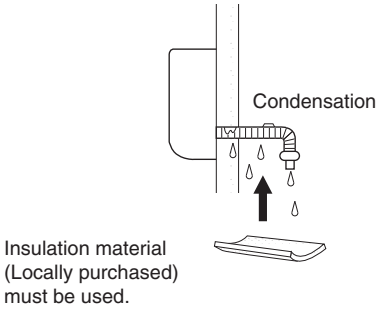

Fig. 3-36
c) If the drain hose will run in the room, insulate the hose with insulation* so that chilled condensation will not damage furniture or floors. (Fig. 3-36)